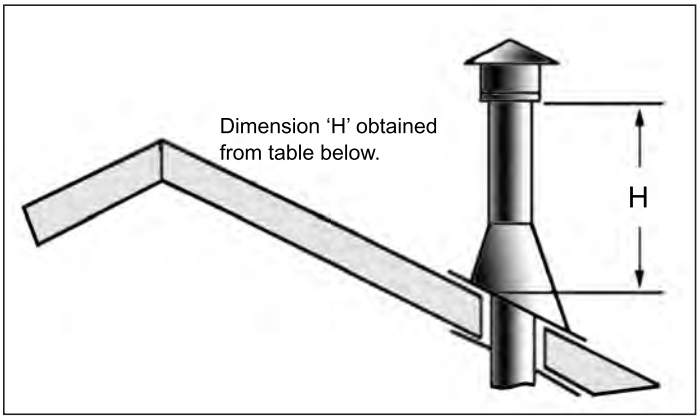

Figure 32: Height of Vertical Termination; Reference Table 6.
STEP 8. Continue to add pipe sections until the height of the vent cap meets the minimum code requirements. Refer to Figure 32 and Table 6. Note that for steep roof pitches, the vent height must be increased. In high wind conditions, nearby trees, adjoining roof lines, steep pitched roofs, and other similar factors can result in poor draft, or down drafting. In these cases, increasing the vent height may solve the problem.